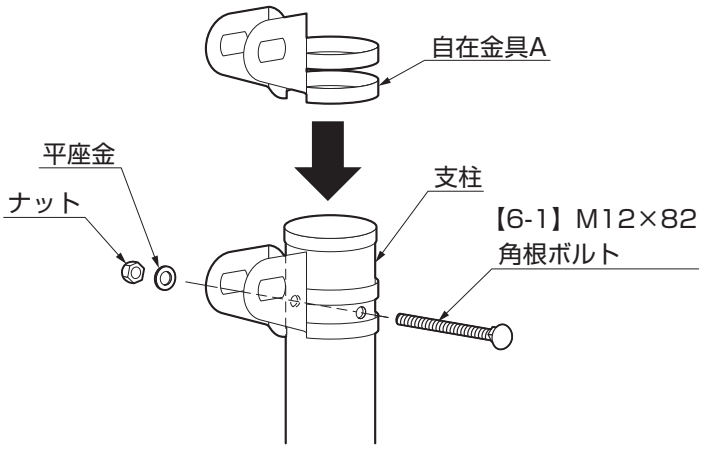

図6-1
①自在金具Aを端末の支柱上部に差入れ、【6-1】で仮締めして取付けてください。（図6-1参照）